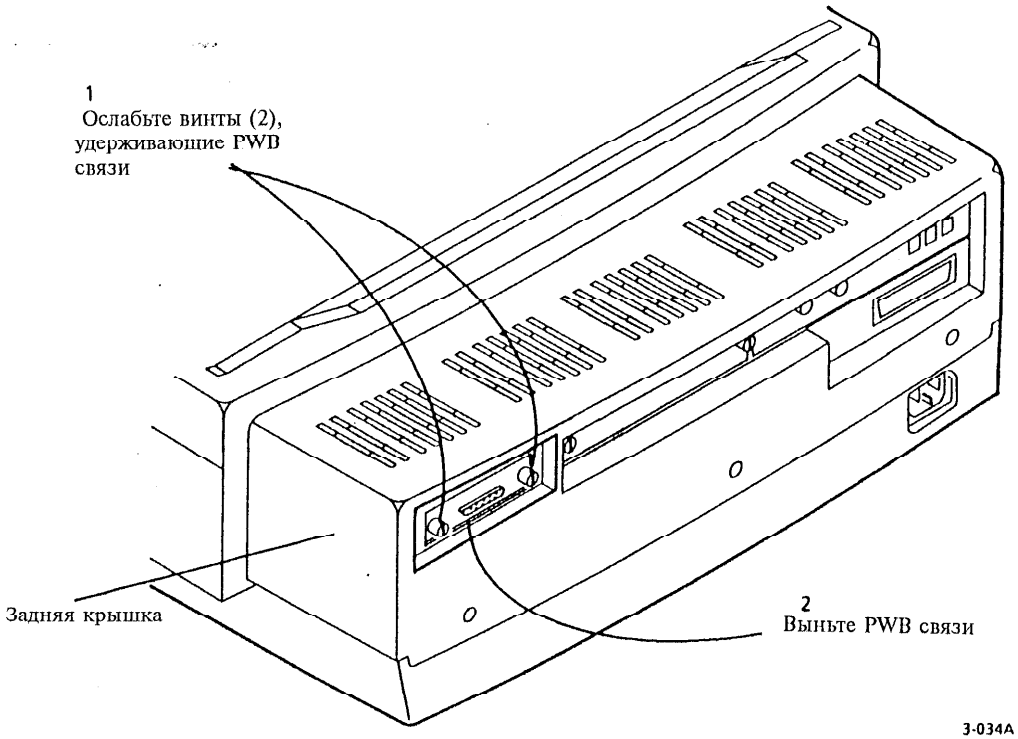

Рис. 1 Снятие PWB связи
2. (Рис. 1): Снимите PWB связи.